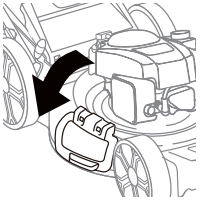

Fig. 12
2. Fermez la porte de paillage. La tondeuse est maintenant prête pour le paillage. (Fig.12)